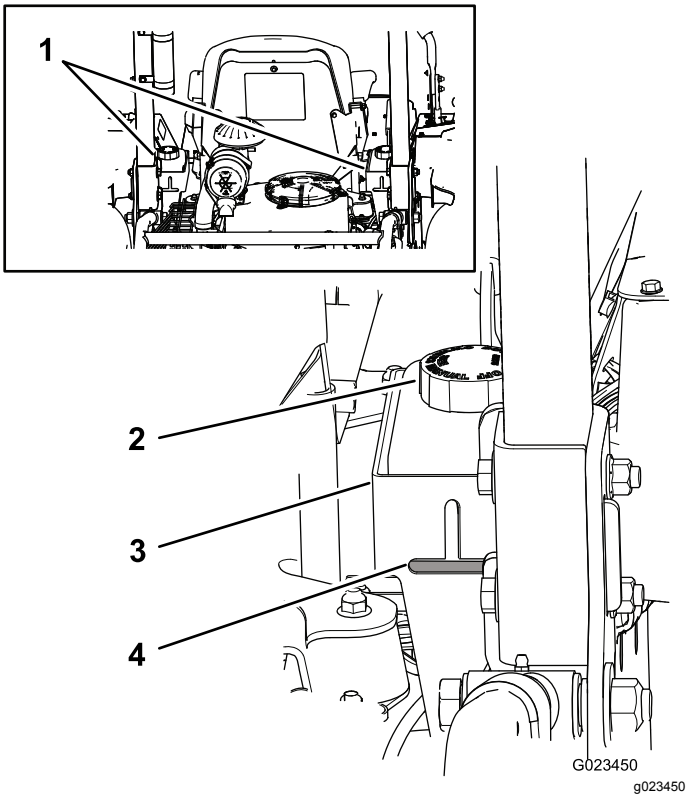

Рисунок 17
Баки машины заполняются на заводе высококачественной гидравлической жидкостью. Уровень гидравлической жидкости следует проверять, когда жидкость холодная. Машина должна находиться в положении транспортировки. Если уровень рабочей жидкости находится ниже верха горизонтальной части выреза смотрового стекла на задней поверхности гидравлических баков (Рисунок 17), долейте жидкость, чтобы довести ее уровень до приемлемого значения. **Не переполняйте баки.** Если уровень жидкости находится на верхней отметке горизонтальной части смотрового стекла, добавлять жидкость не требуется. Рекомендуемая жидкость для замены:
Примечание: Уровень жидкости должен располагаться у низа каждого из отверстий, как показано на Рисунок 17.
A. Очистите область вокруг крышек гидравлических баков, чтобы предотвратить попадание мусора в систему (Рисунок 17).